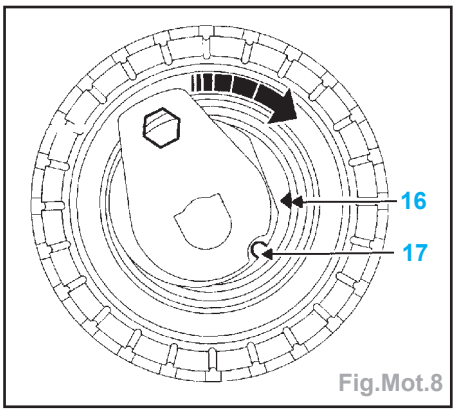

Fig.Mot.8
- Aligner les repères (16) et (17) du galet tendeur (Fig.Mot.8).